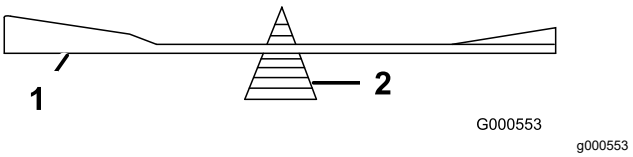

Figur 65
2. Kontrollera knivens balans med en knivbalanserare (Figur 65).